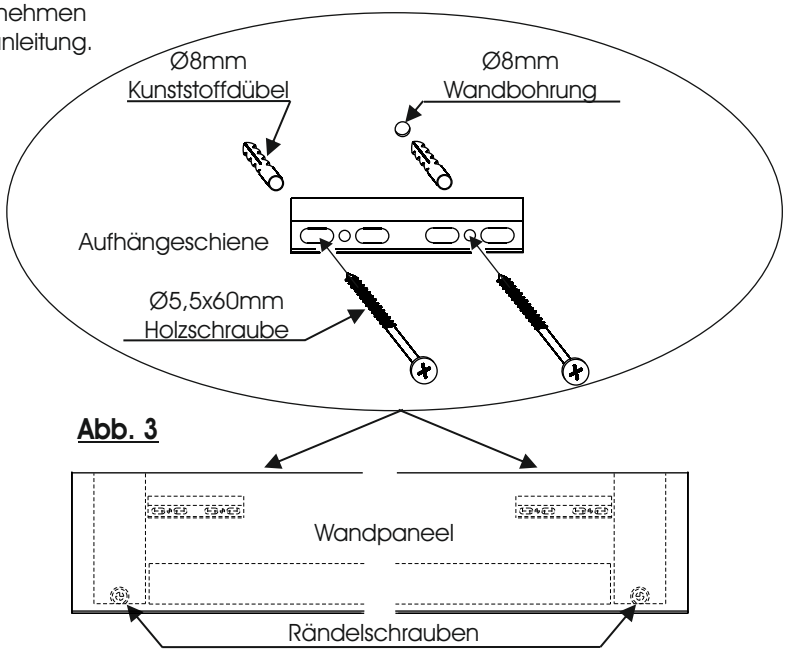

Abb. 3
3. Zur Montage des Paneels verwenden Sie die beiliegenden Aufhängeschienen. Diese werden mit den Ø8mm Kunststoffdübeln und Ø5,5x60mm Holzschrauben waagerecht an die Zimmerwand montiert. Jede Schiene muss mit 2 Schrauben befestigt werden. (Abb. 3)
4. Hängen Sie das Paneel auf und richten dieses mit Hilfe der Stellschrauben der Aufhängebeschläge aus. Eine Neigungsverstellung erfolgt durch die rückseitigen Rändelschrauben (Abb. 3)